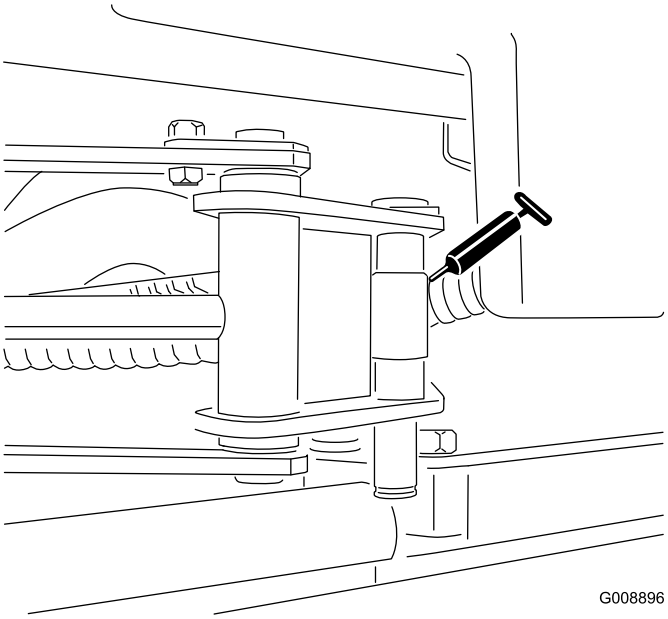

**Figur 52**
- Sidespolecylinderender (2; kun model 03170) (Figur 52)